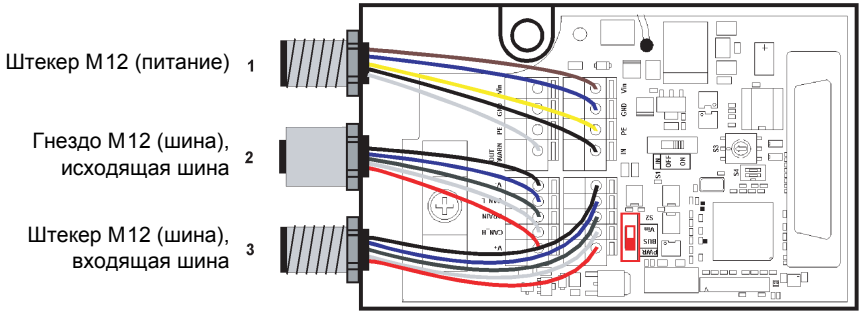

Рис. 9.5: Монтаж и подключение опциональных штекерных разъемов M12
5. Подключить кабели согласно рис. 9.5 и Таблица 9.2.